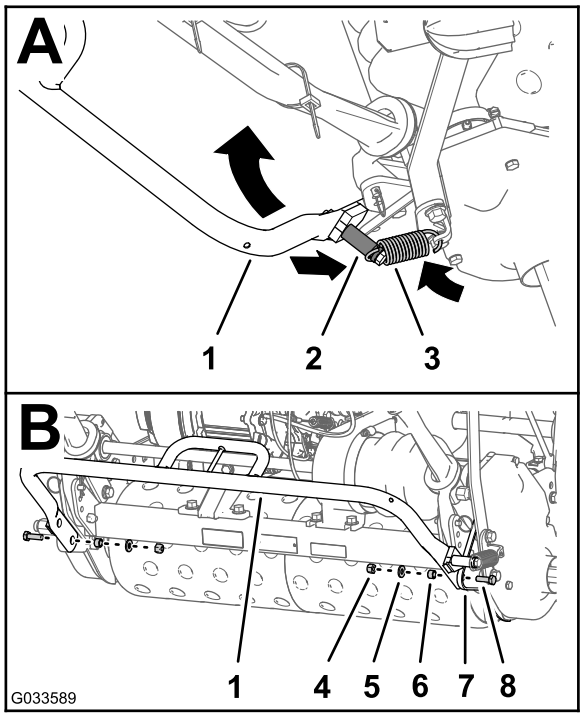

Figura 8
12. Coloque a extremidade livre da mola no pino da mola do apoio (A da Figura 8).
13. Prenda o apoio às placas laterais com as porcas de bloqueio, anilhas, espaçadores e parafusos (5/16" x 1") que guardou no passo 1 (B da Figura 8).